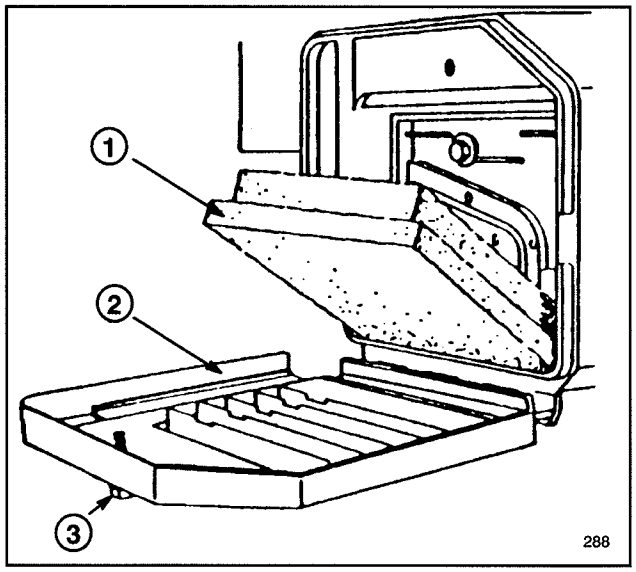

Afbeelding 15
2. Draai aan de knop waarmee het deksel van het luchtfilter op de motor is bevestigd totdat het deksel kan worden verwijderd (Afb. 15).
3. Verwijder het schuimfilter indien het vuil is uit de houder (Afb. 15). Filter grondig schoonmaken.